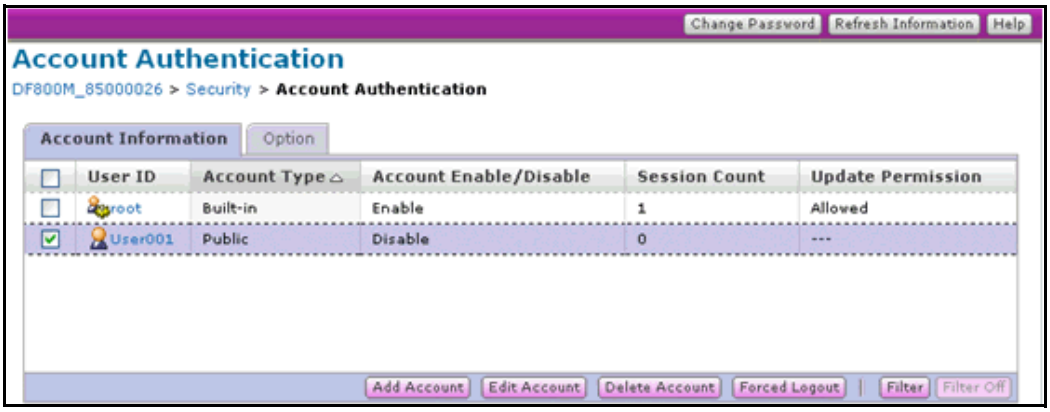

Figure 3-2: Account Information Screen
5. The account information appears, as shown in Figure 3-2 on page 3-11.